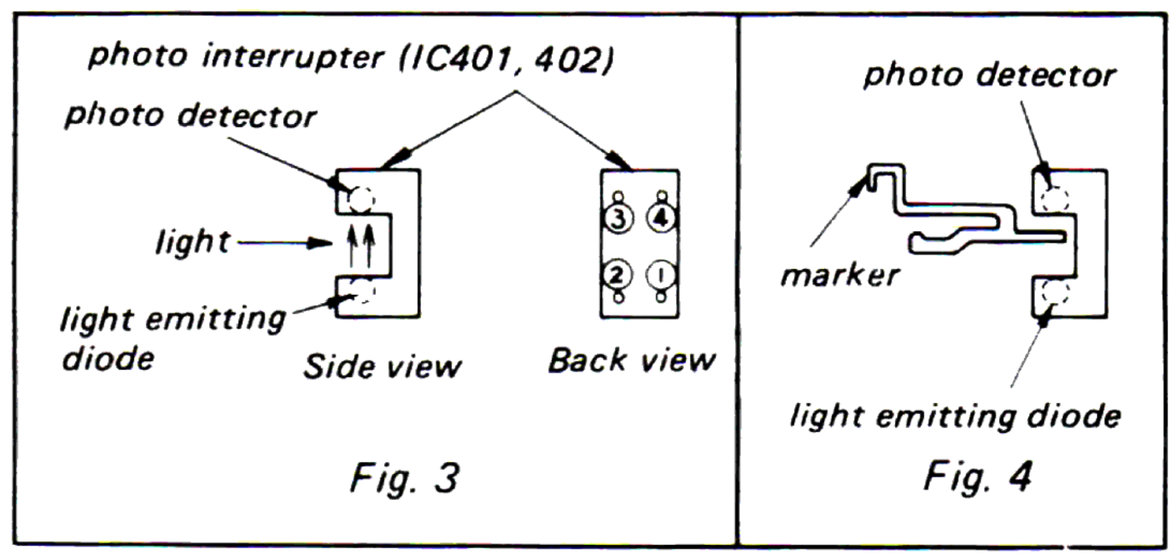

Fig. 3 Fig. 4
The terminals ① and ② of the photo interrupter operate as the light emitting diode. On the other hand, the terminals ③ and ④ operate as the photo detector. When the photo detector receives the light as shown in Fig. 3, impedance between terminals ③ and ④ is low. When light is intercepted by the marker, as shown in Fig. 4, it becomes high-impedance.